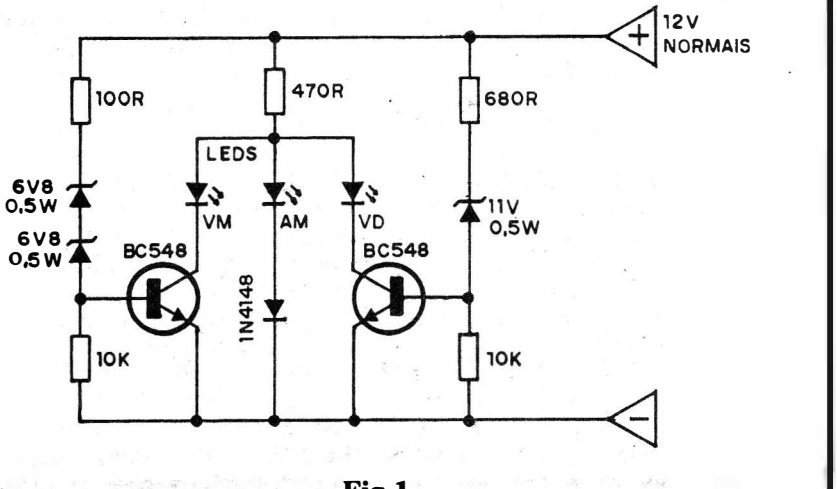
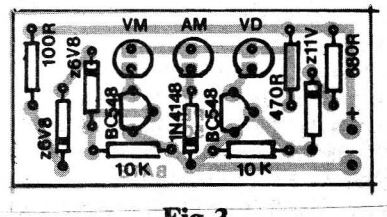
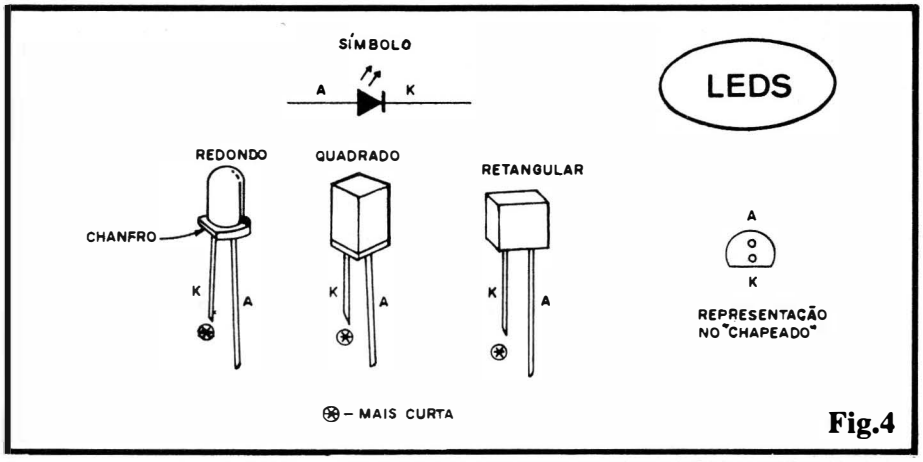

Fig.1
Fig.3
Fig.4
- FIG. 1 - O CIRCUITO - Aproveitando criteriosamente as características de dois transístores super-comuns (admitem diversas equivalências...) tipo BC548, diodos comuns e zener (estes com seus níveis de Tensão rigorosamente determinados...), além dos parâmetros de "queda de voltagem" dos próprios LEDs indicadores (vermelho, amarelo e verde...), um arranjo ao mesmo tempo elementar e preciso foi elaborado, valendo-se também das divisões de Tensão e controle de Corrente determinados por alguns resistores comuns! Dessa forma, estando a alimentação geral do mini-circuito em nível igual ou inferior a cerca de 11,6V (soma da Tensão nominal do zener de 11V com a natural queda imposta pelo transístor anexo, de 0,6V) acenderá apenas o LED AMARELO (AM). Já com a bateria mostrando uma Tensão real igual ou superior a cerca de 14,2V (soma dos valores nominais dos dois zeners de 6,8 "empilhados", mais os 0,6V de "queda" no respectivo transístor...), apenas o LED (VM) VERMELHO acenderá... Finalmente, na ausência das duas condições extremas já mencionadas, apenas o LED VERDE (VD) acenderá! Para mais facilmente compreender o funcionamento e "alternância" da energização dos LEDs, notar que o indicador AMARELO (AM) tem, em série, um diodo comum (1N4148) de modo a "elevar" o seu natural "degrau" de Tensão com relação aos outros dois LEDs, garantindo assim a sequência de "iluminações" em função dos chaveamentos impostos pelo par de transístores, e levando-se em conta ainda que todos os três LEDs "puxam" a sua energia de um ponto comum, controlado em Corrente pelo resistor de 470R (garantindo, assim, que apenas um LED, de cada vez, possa ser acionado...). Os resistores de 100R e 680R limitam a Corrente sobre os diodos zener, enquanto que os de 10K estabelecem as polarizações de "corte" para as bases dos dois transístores chaveadores... Tudo muito simples, direto, e - por isso mesmo - muito confiável e suficientemente preciso!
- FIG. 3 - "CHAPEADO" DA MONTAGEM - Ao Leitor iniciante, recomendamos uma pré-leitura atenta às INSTRUÇÕES GERAIS PARA AS MONTAGENS, bem como um acompanhamento ao TABELÃO APE, ambos esses encartes permanentemente "começando" os exemplares de APE (lá junto à página de História em Quadrinhos, sempre...). Voltando à parte prática, a figura mostra agora a plaquinha pela sua face não cobreada (que, no KIT ofertado aos Leitores/Hobbystas pela Concessionária autorizada - ver Anúncios específicos, por aí... - vem inclusive com toda a demarcação em silk-screen, facilitando enormemente a interpretação e montagem...), com todos os componentes devidamente estilizados, identificados pelos seus códigos, valores e parâmetros essenciais... Basta seguir com atenção a figura, inserindo os compo-
- **FIG. 4** - OS LEDs (DETALHES & INFORMAÇÕES) - Conforme "insinua" a LISTA DE PEÇAS, nada impede que o Leitor/Hobbysta criativo exerça seu gosto pessoal no **display**, realizando-o com LEDs redondos, quadrados, retangulares (ou em outros formatos disponíveis...), desde que - forçosamente - as **cores** sejam as indicadas (vermelho, amarelo, verde...). Nossa recomendação estética é que LEDs redondos, de 5 mm, sejam utilizados, porém reafirmamos: Vocês são "livres" para escolher os formatos... Um ponto, contudo, é fundamental: identificar previamente os terminais dos LEDs em função da sua colocação na placa (ver "chapeado" - fig. 3). De um modo geral, o terminal de **catodo** (K) é o **mais curto** dos dois que os LEDs apresentam... Outro indicativo válido: nos componentes redondos (e mesmo em alguns outros formatos, que - porém - apresentem base redonda...) é frequente que o terminal de **catodo** (K) seja identificado pela presença de um pequeno "chanfro" lateral... Todas essas indicações encontram-se claramente feitas na figura 4... Na ilustração, temos ainda o símbolo esquemático dos LEDs (rever fig. 1) e também a estilização geral adotada para representá-los no "chapeado" (válida para qualquer dos formatos...).